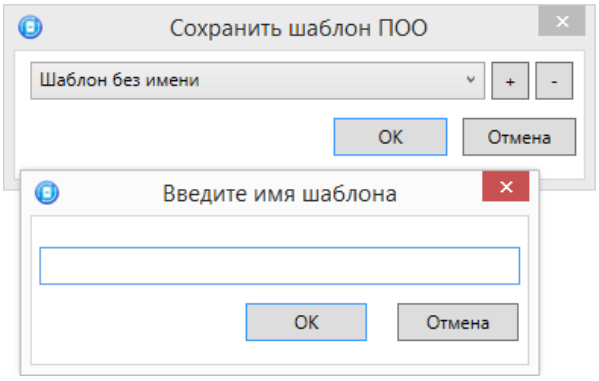

Рисунок 4.40 — Сохранение шаблона
- *Сохранить шаблон настроек:* открытие окна *Сохранить шаблон ПОО* (см. рисунок 4.40), с помощью которого может быть сохранена конфигурация ПОО контроллера в качестве шаблона.